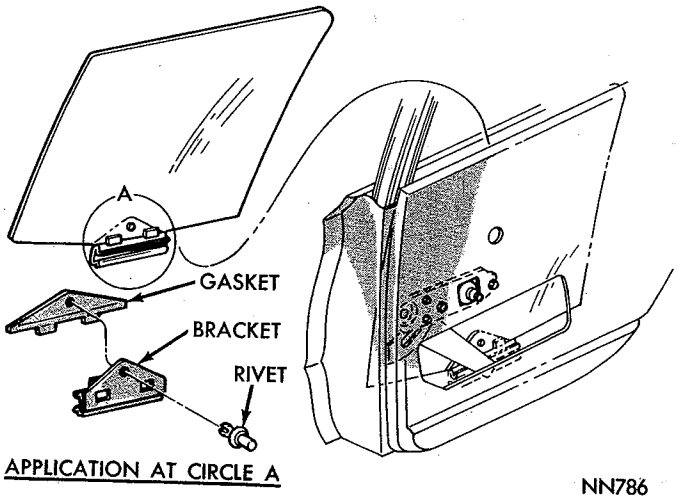

*Fig. 95—Rear Door Glass Replacement*
(1) Loosen the division channel lower screw (Fig 95) and move glass out of run channel.
(2) Move the glass to the rear and remove the regu
(3) Remove the glass from the door.
(4) Push plug out of lift bracket rivet (Fig. 95).
(5) Pinch expandable ends of rivet together and push rivet out of glass.